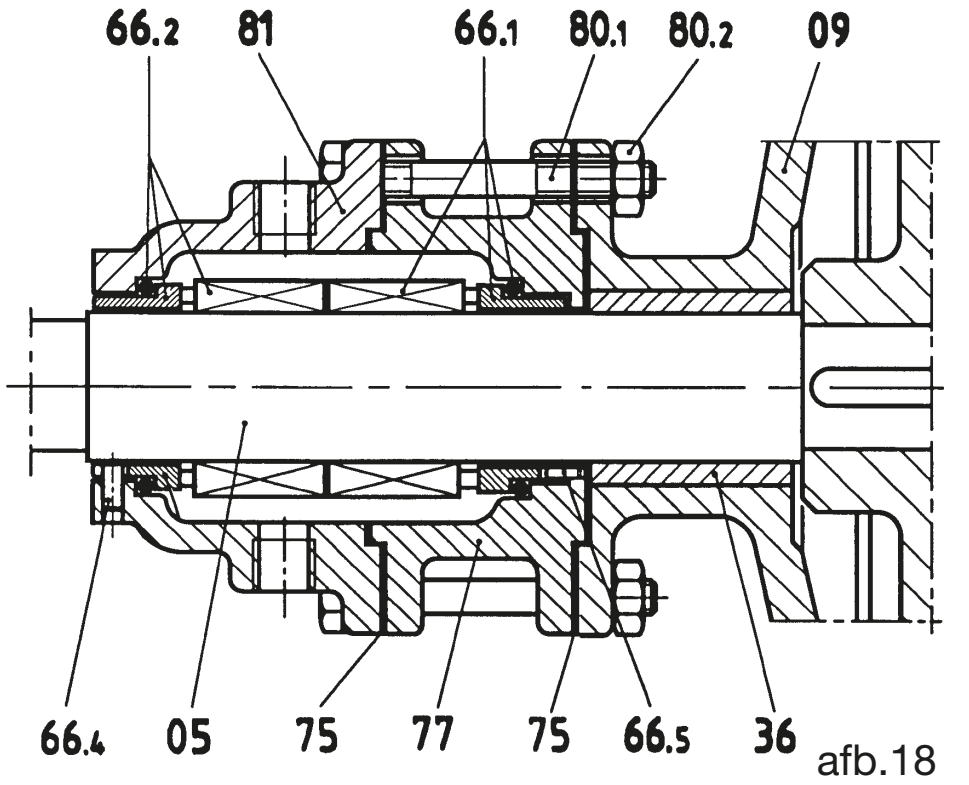

afb.18
11.11 **Verwijdering van de dubbele mechanische afdichting ST8** (afb. 18)
- ❑ Draai de schroeven (80.1) los, verwijder de achterste afdichtinghouder (81) en vermijd het pakking (75) te beschadigen. Gebeurt dat toch, vervang hem dan.